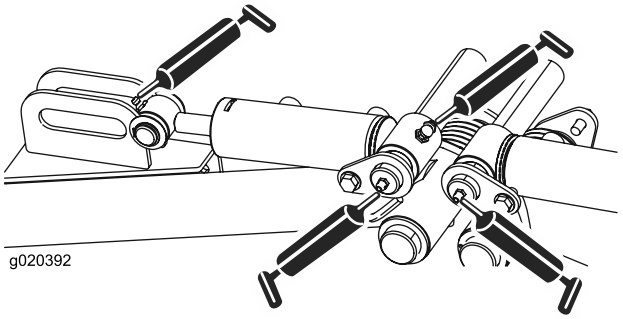

Figur 44
- Bakre lyftarmstappar och lyftcylindrar (3 var) (Figur 44)